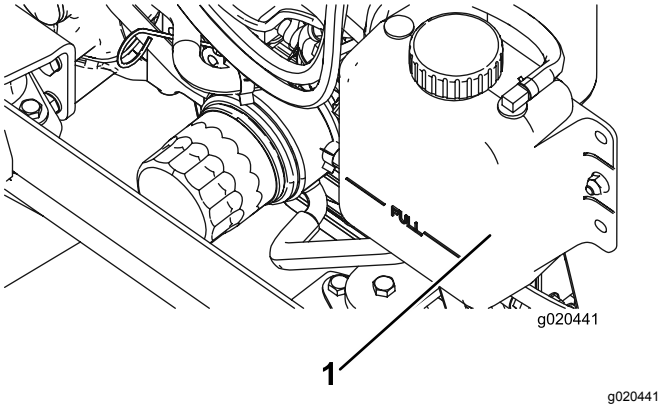

Figuur 97
1. Verwijder voorzichtig de doppen van de radiateur en de expansietank (Figuur 97).